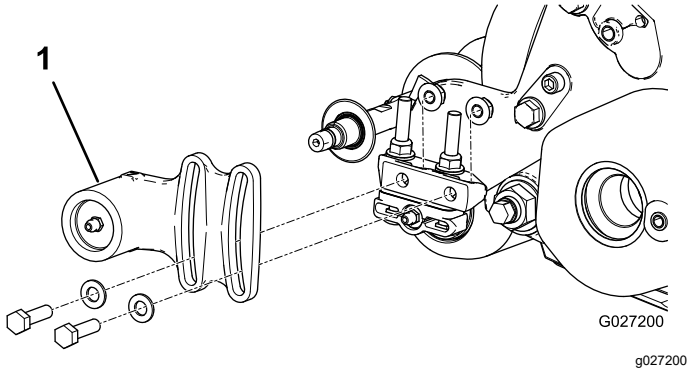
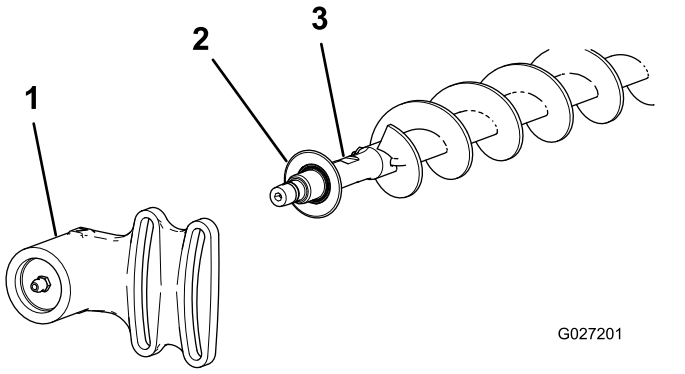

Figura 21
Figura 22
1. Si hay un cepillo del rodillo instalado en la unidad de corte, retire los 2 pernos, arandelas y tuercas que sujetan el alojamiento del cojinete sin motor al soporte de montaje del alojamiento del cojinete (Figura 21 y Figura 22).
2. Retire el alojamiento del cojinete sin motor, y el retén, del eje del cepillo (Figura 22).
9. Instale el retén y el alojamiento del cojinete del lado sin transmisión sobre el eje del cepillo (Figura 22).